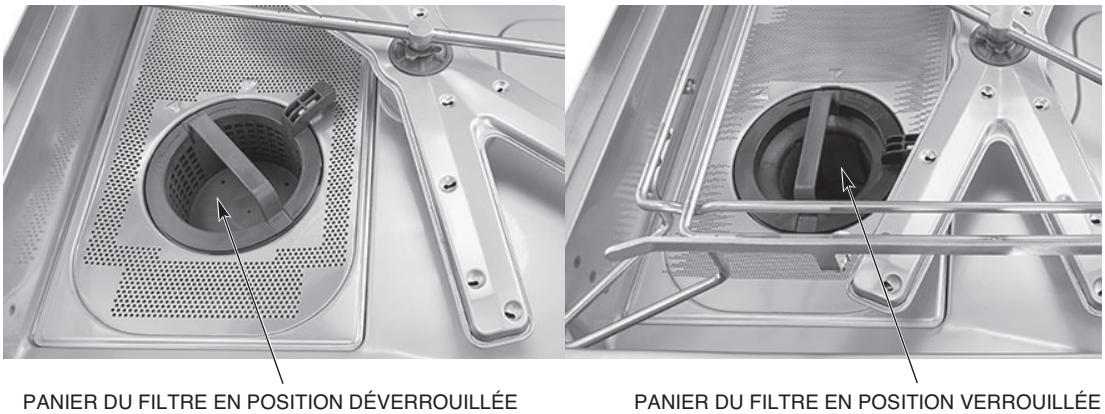

Fig. 19
REMARQUE : Lors de l'installation du panier du filtre, assurez-vous que le panier est en position « verrouillée » (Fig. 19).
4. Replacez le bac et le panier du filtre dans la machine et assurez-vous que le panier est en position verrouillée (page 23, Fig. 19).